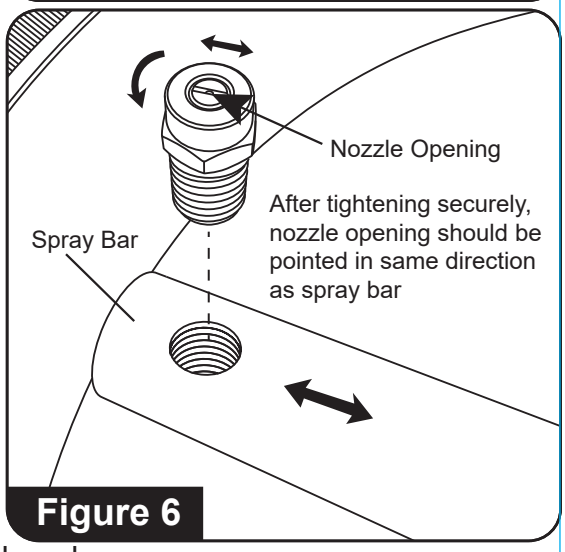

Figure 6
8. Reinstall the nozzles to the spray bar. Tighten securely. Align the nozzle opening as shown in **Figure 6**.